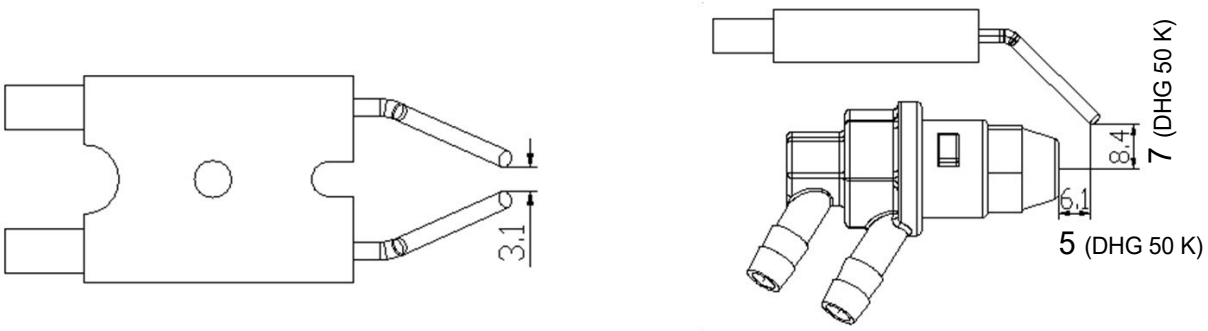

Abb.7-2: Elektroden
7.2.3 Wartung der Zündelektroden (Abb. 7-2)